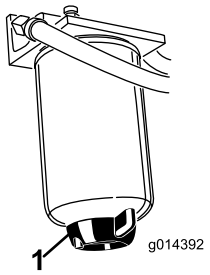

Figur 47
Tapp vann eller andre urenheter fra vannutskilleren (Figur 47) daglig. Skift ut filterboksen etter hver 400. driftstime.
2. Løsne tappepluggen på bunnen av filterboksen (Figur 47).